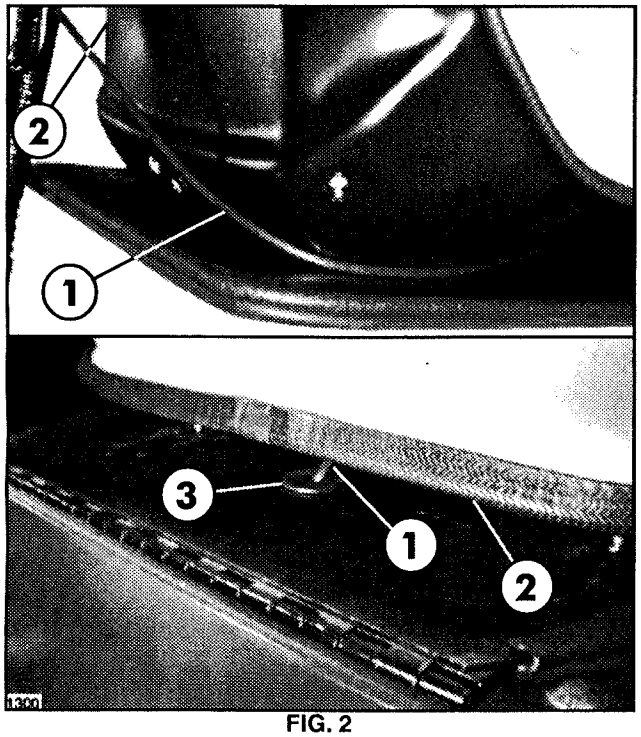

FIG. 2
4. Reattach Operator's Seat to Seat Panel with Respirator Cable routed from Grommet out the R.H. side of Operator's Seat. See FIG. 2.